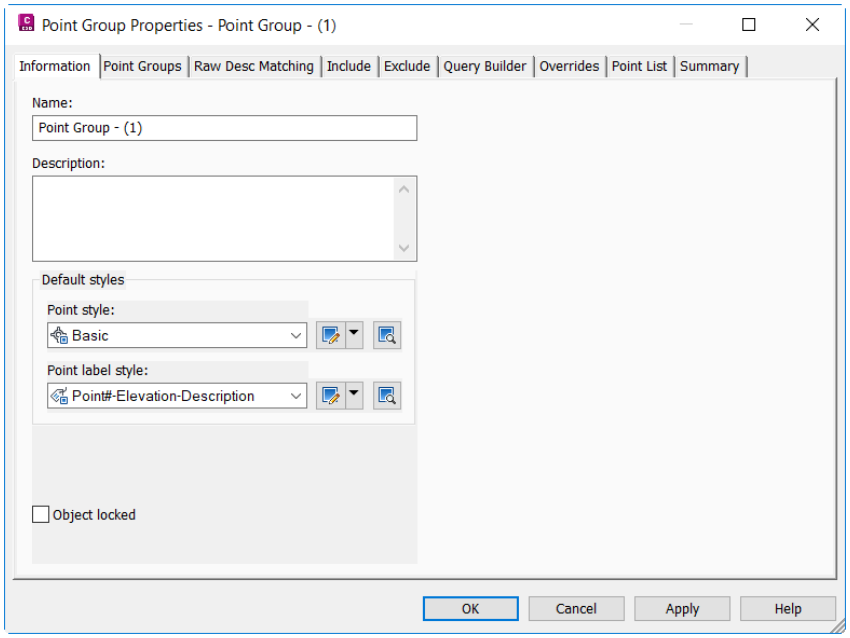

Figure 2-44 *The* ***Point Group Properties - Point Group - (1)*** *dialog box*
Point groups are created based on point properties. You can group points based on their point numbers, elevation, description, and so on. To create a point group, choose the **Create Point Group** tool from the **Create Ground Data** panel; the **Point Group Properties - Point Group - (1)** dialog box will be displayed, as shown in Figure 2-44. The options in the dialog box are discussed next.